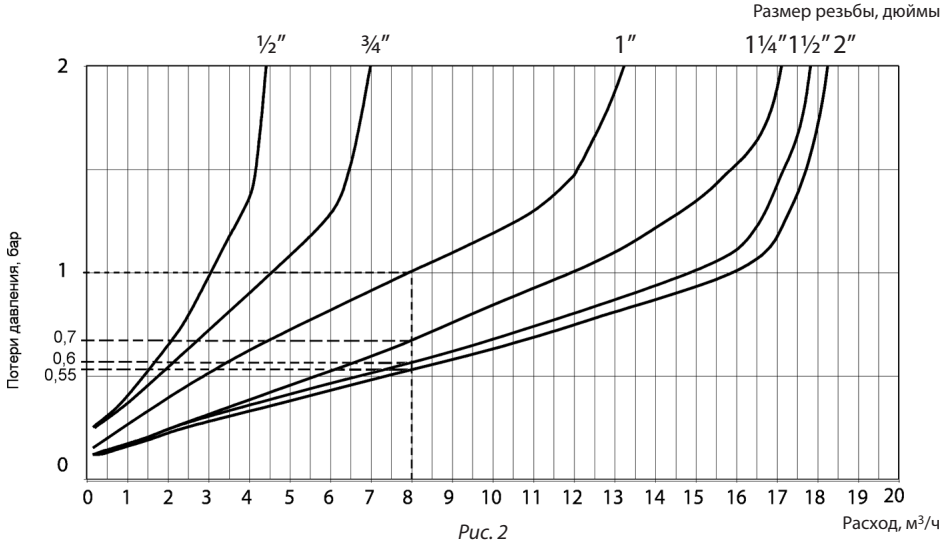

Рис. 2
2) выбрать условный проход клапана редукционного 11BIS (рис. 2).
Падение давления в каждом случае зависит от условного прохода клапана и расхода среды через клапан и может быть определено по диаграмме на рис. 2;
1. Проверка применения по давлению до клапана и требуемому давлению после клапана (рис. 2)
Рабочая точка, соответствующая указанным давлениям, лежит внутри области применения (рис. 2).